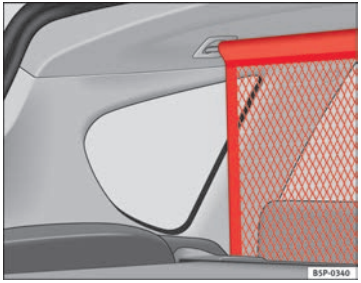

Fig. 123 Rete di separazione
– Passare la rete dal basso tra lo schienale ed il vassoio avvolgibile e fissarla nelle apposite sedi del tettuccio, prima quella di destra e poi quella a sinistra ⇒ fig. 123.